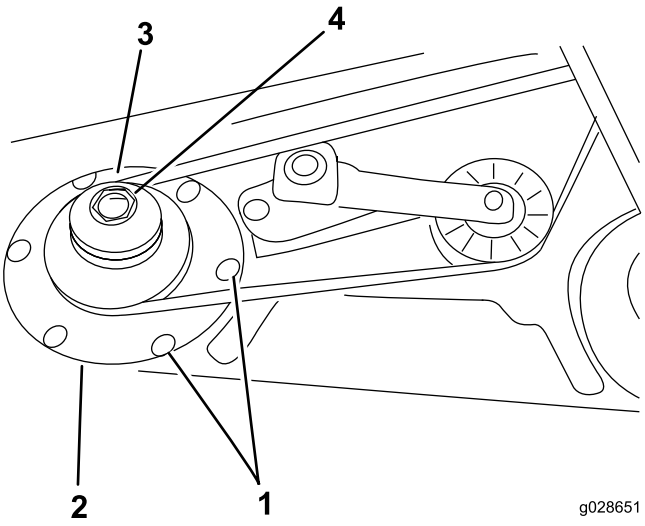

Figur 4
4. Afmonter remmen fra højre spindelremskive (Figur 4).
5. Afmonter de seks bræddebolte og seks flangemøtrikker, der fastgør spindelhuset og støtteringen til klippeenheden (Figur 4). Gem delene.
9. Skub den nye dobbelt spindelremskive på spindelakslen (Figur 4).